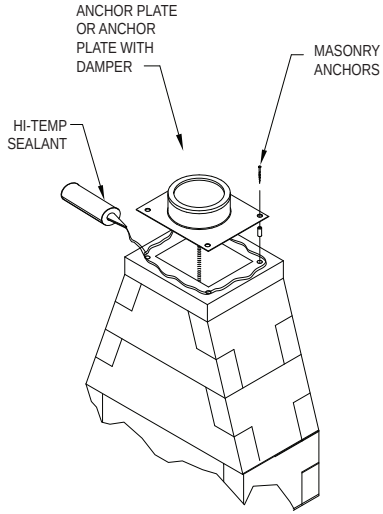

Figure 24
2. Mount Anchor Plate: Chimneys for masonry fireplaces begin with an Anchor Plate or Anchor Plate with Damper. Warning: Anchor Plate with Damper is not allowed in chimneys serving stoker-fired, liquid or gas burning appliances. Caution: Do not install Anchor Plate with Damper on Factory-built fireplaces. Important: be sure the surface of the masonry chimney has a level surface on which to attach the Anchor Plate or Anchor Plate. If the top of the masonry does not have a level surface, then you will need to modify the masonry accordingly. Center the Anchor Plate over the masonry flue opening. If a Damper is used, make sure nothing interferes with the damper plate movement. Seal the Anchor Plate in place with a high temperature sealant. Secure Anchor Plate with (4) 2" x 1/4" masonry anchors *(Fig. 24)*.